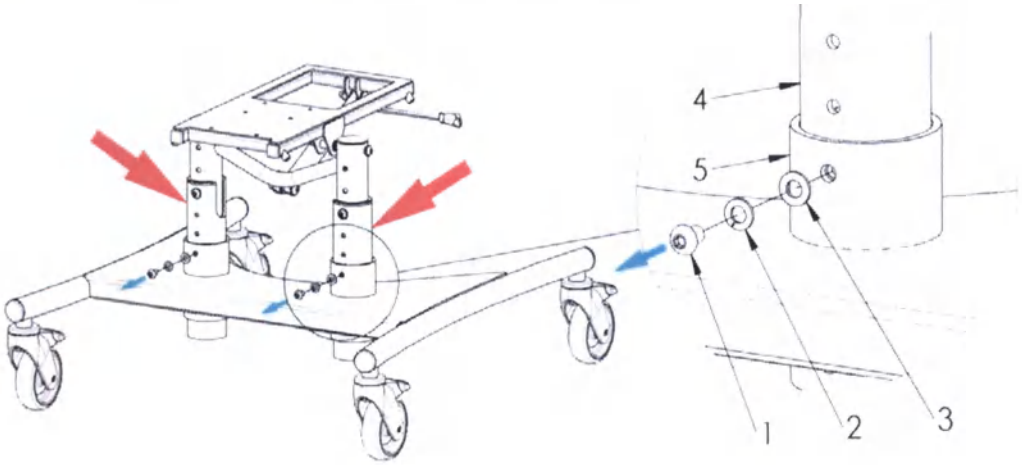
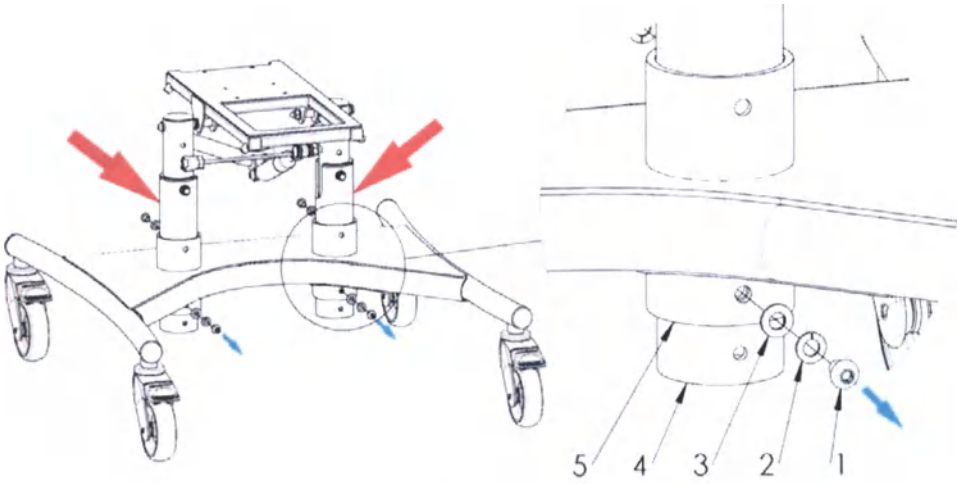
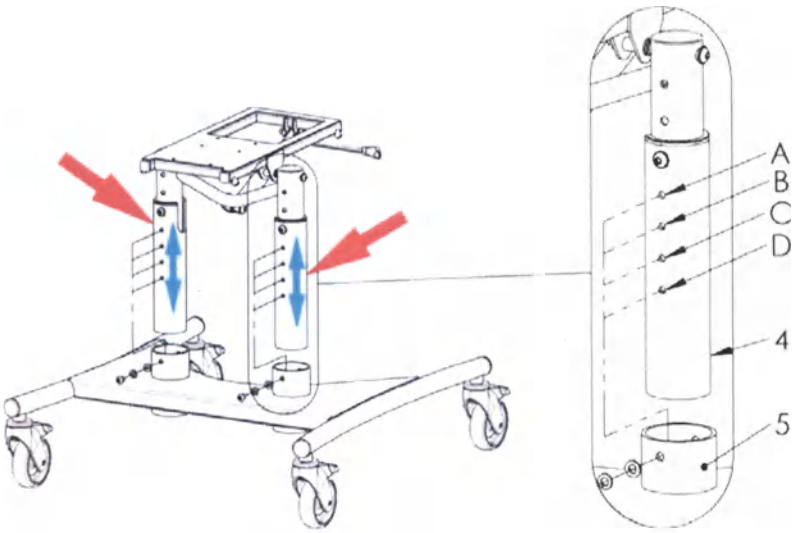

Рис. 8
Рис. 9
Рис. 10
Регулировка высоты платформы сиденья производится в два этапа. Первый диапазон позволяет регулировать высоту в диапазоне 12 см, каждые 3 см. Сначала отвинтите винты (1) вместе с шайбами (2) и (3) из стойки (4) – *Рис. 8* и *Рис. 9*. Далее установите желаемую высоту стойки (4) – *Рис. 10*, чтобы винт мог снова вкручивался через отверстия в основании (5).